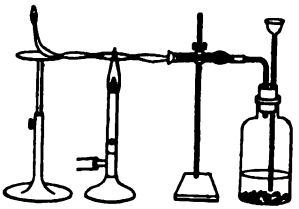

Fig. 49.
Supplies: app. in Fig. 49, arsenic-free zinc, HCl, paper for testing, e.d., lamp.
1. Arrange a gas gen. as in Fig. 49, having a $CaCl_2$ dryer (3 or 4 in. long) and a capillary tube of hard glass, with small opening at the end.